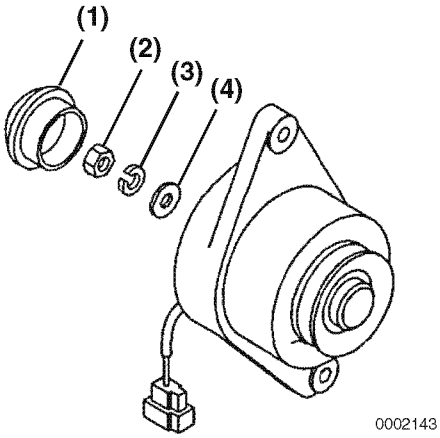

Figure 12-24
1. Remove the rear cover **(Figure 12-24, (1))**.
2. Remove the nut **(Figure 12-24, (2))**, lock washer **(Figure 12-24, (3))**, and flat washer **(Figure 12-24, (4))**.